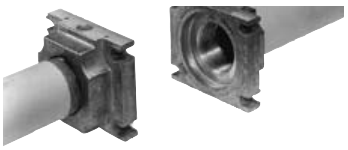

Fig. 6
1. montar la brida en la tubería. Utilizar juntas para gas adecuadas (Fig. 6);